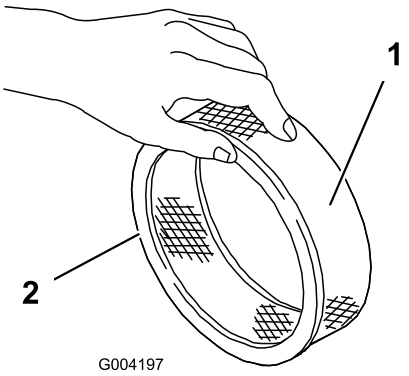

Figur 45
5. Undersøk om papirfilteret har skader, et oljet belegg eller om gummitetningen er skadet (Figur 45).
1. Skyv skumforfilteret forsiktig på papirfilteret (Figur 45).